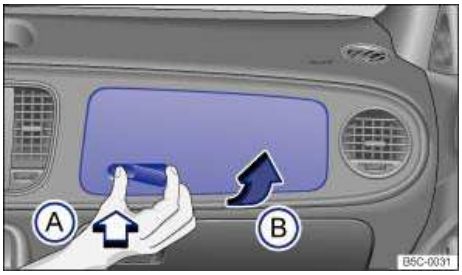

Fig. 106 On the passenger side: Opening the upper glove compartment (if equipped).
- To *open*, press on the depression in the opening handle ⇒fig. 106 (arrow (A)). Then lift the glove compartment lid upward using the handle (arrow (B)).